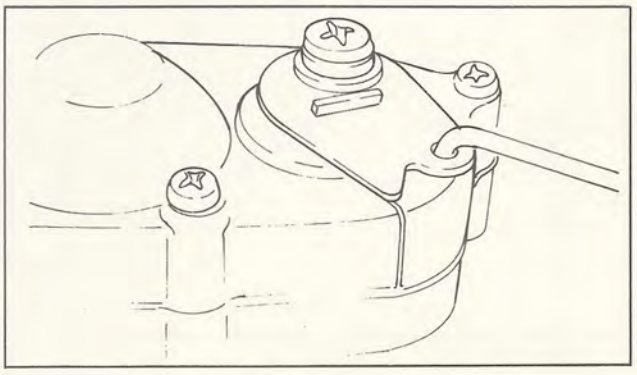

Fig. 2-47
3) The oil pump control rod adjustment should be made with the throttle fully opened. As illustrated, using two nuts, align the mark on the oil pump case cover with the hole in the control lever end. (Fig. 2-47)